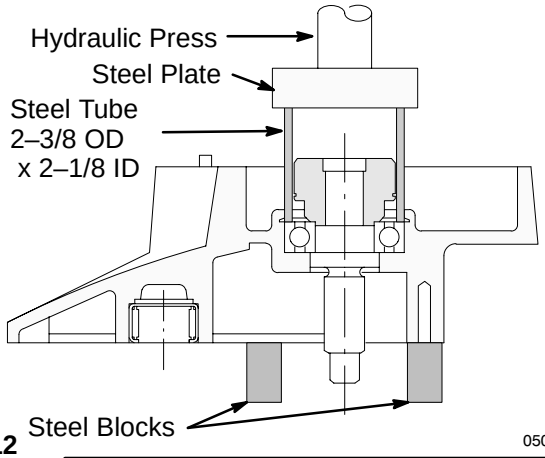

Fig. 12
3. Press the new pinion shaft assembly into the pinion housing, pushing it to the shoulder of the housing (11a). See Fig. 12. Use a steel tube to press on the outside diameter of the bearing to prevent damage to the bearing.
7. ***Using a hydraulic press,*** Install the pinion shaft assembly, by pressing it to the shoulder of the housing (11a). Use a steel tube to press on the bearing outer race to prevent damage to the bearing. See Fig. 12.